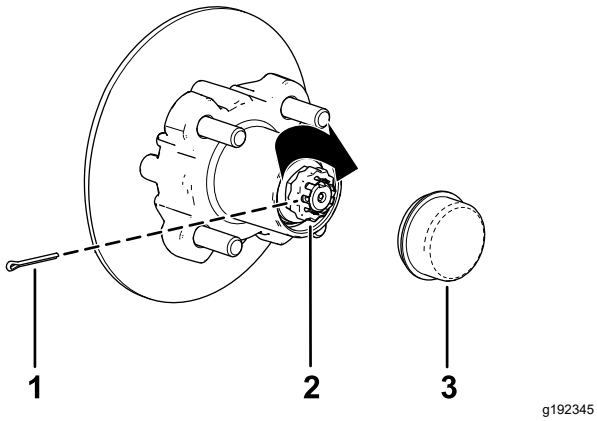

Figuur 37
8. Monteer de borgschroef over de moer en controleer de uitlijning van de sleuf in de schroef en de opening in de as voor de borgpen (Figuur 37).
9. Monteer de borgpen en plooi beide uiteinden rond de borgschroef (Figuur 37).
10. Plaats de stofkap op de naaf (Figuur 37).